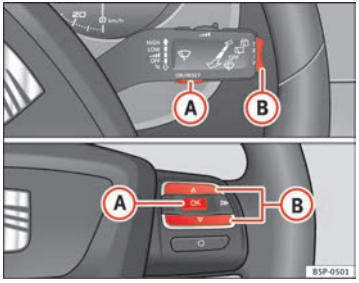

Fig. 43 Rocker buttons A and B. Steering wheel controls.
You can switch between the following displays in the multifunction display (MFI) by operating rocker switch ⇒ fig. 43 (B) on the windscreen wiper lever. ▶